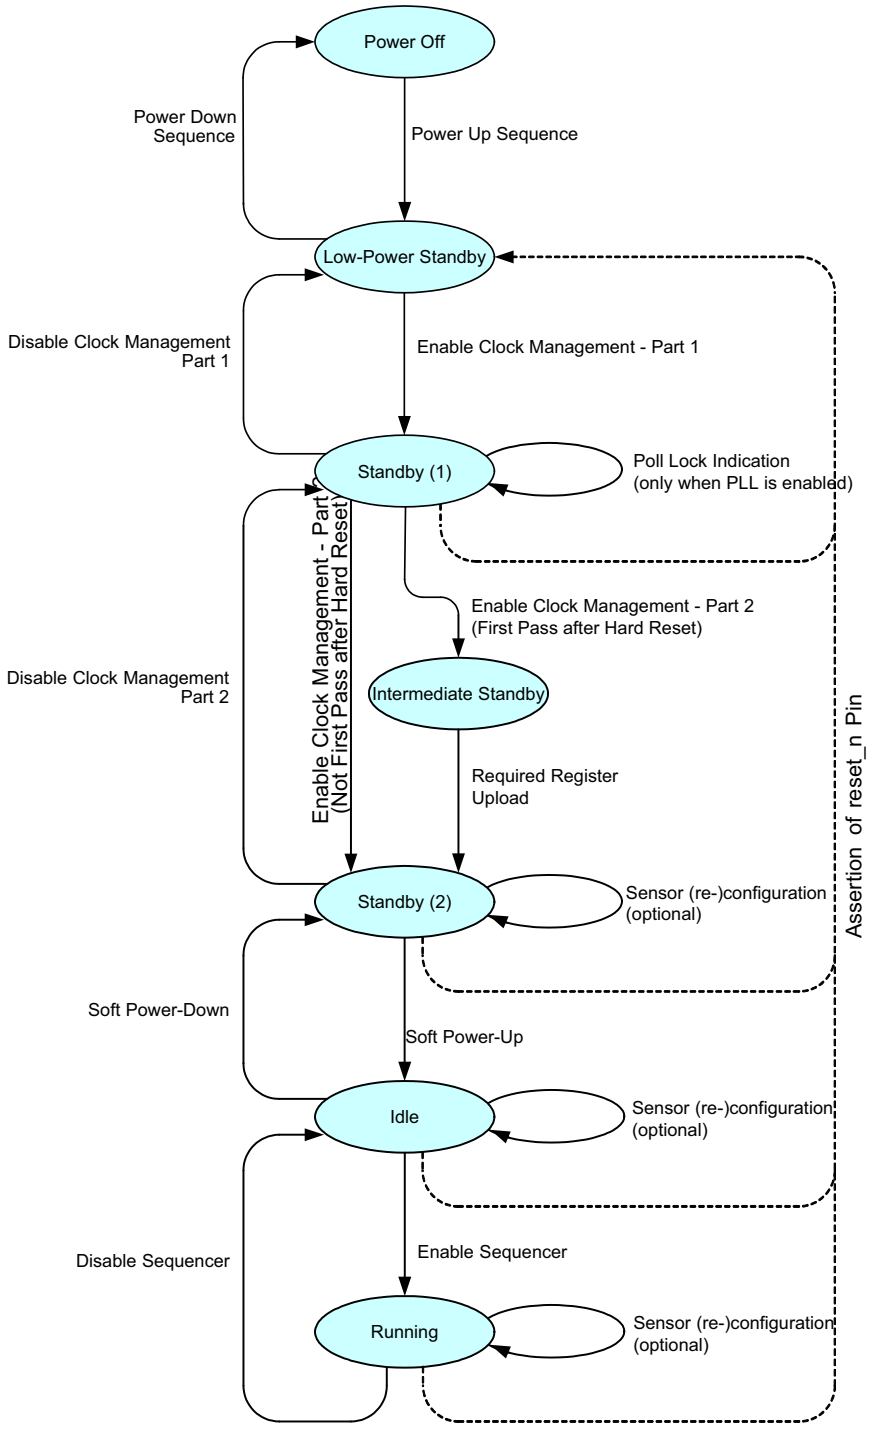

Figure 15. Sensor Operation Flowchart
Figure 15 shows the sensor operation flowchart. The sensor has six different ‘states’. Every state is indicated with the oval circle. These states are Power off, Low power standby, Standby (1), Standby (2), Idle, Running.
Check the PLL_lock flag 24[0] by reading the SPI register. When the flag is set, the ‘Enable Clock Management− Part 2’ action can be continued. When PLL is not used, this step can be bypassed as shown in Figure 15 on page 15.